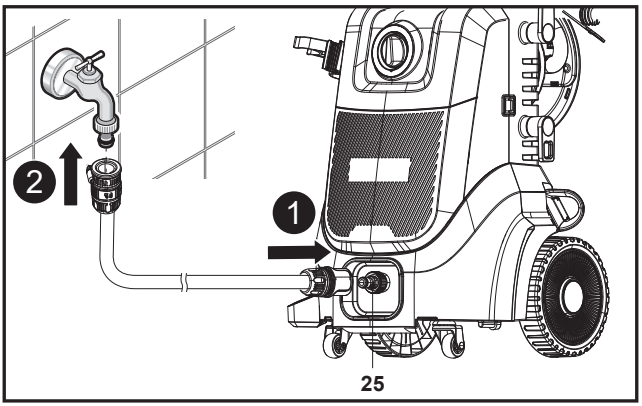

Fig. 10
2. Fixează furtunul de grădină la adaptorul (25) de pe racordul de admisie a apei (10) de pe aparat (Fig. 10, pasul 1). Utilizează întotdeauna un cuplaj standard pentru admisia apei. Lungimea furtunului nu trebuie să depășească 8 m pentru o funcționare corectă.
3. Conectează celălalt capăt al furtunului de grădină la o sursă de apă (fig. 10, pasul 2).